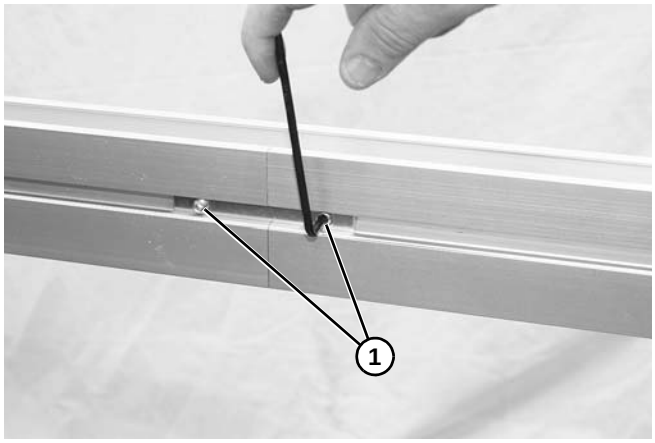

Figure 4
1. Join both conveyor sections, and tighten set screws **(Figure 4, item 1)** on both sides. Tighten all set screws 1/4 turn past contact with frame.